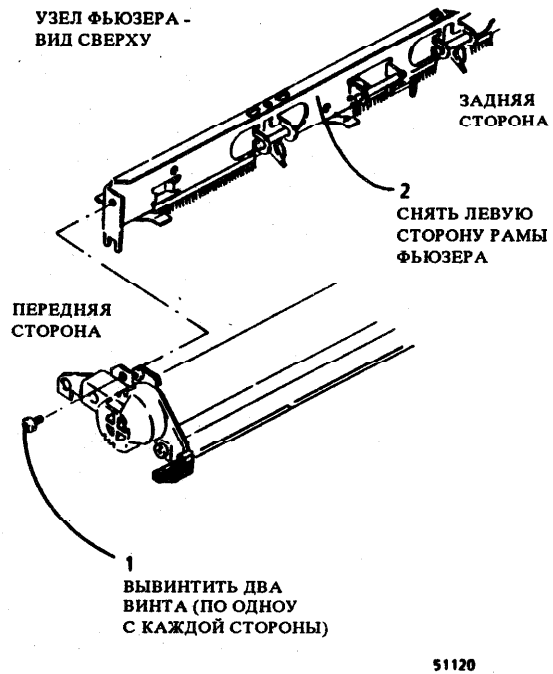

Рис. 2. Снятие левой стороны рамы фьюзера
5. (Рис. 2): Снять левую раму фьюзера.